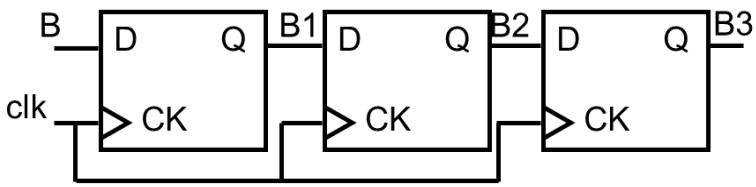

Figure 11: A synchroniser.
d. 'spot.v'. This file contains the module declaration only and you will need to write the rest of the code, based on the diagram shown in Figure 11.